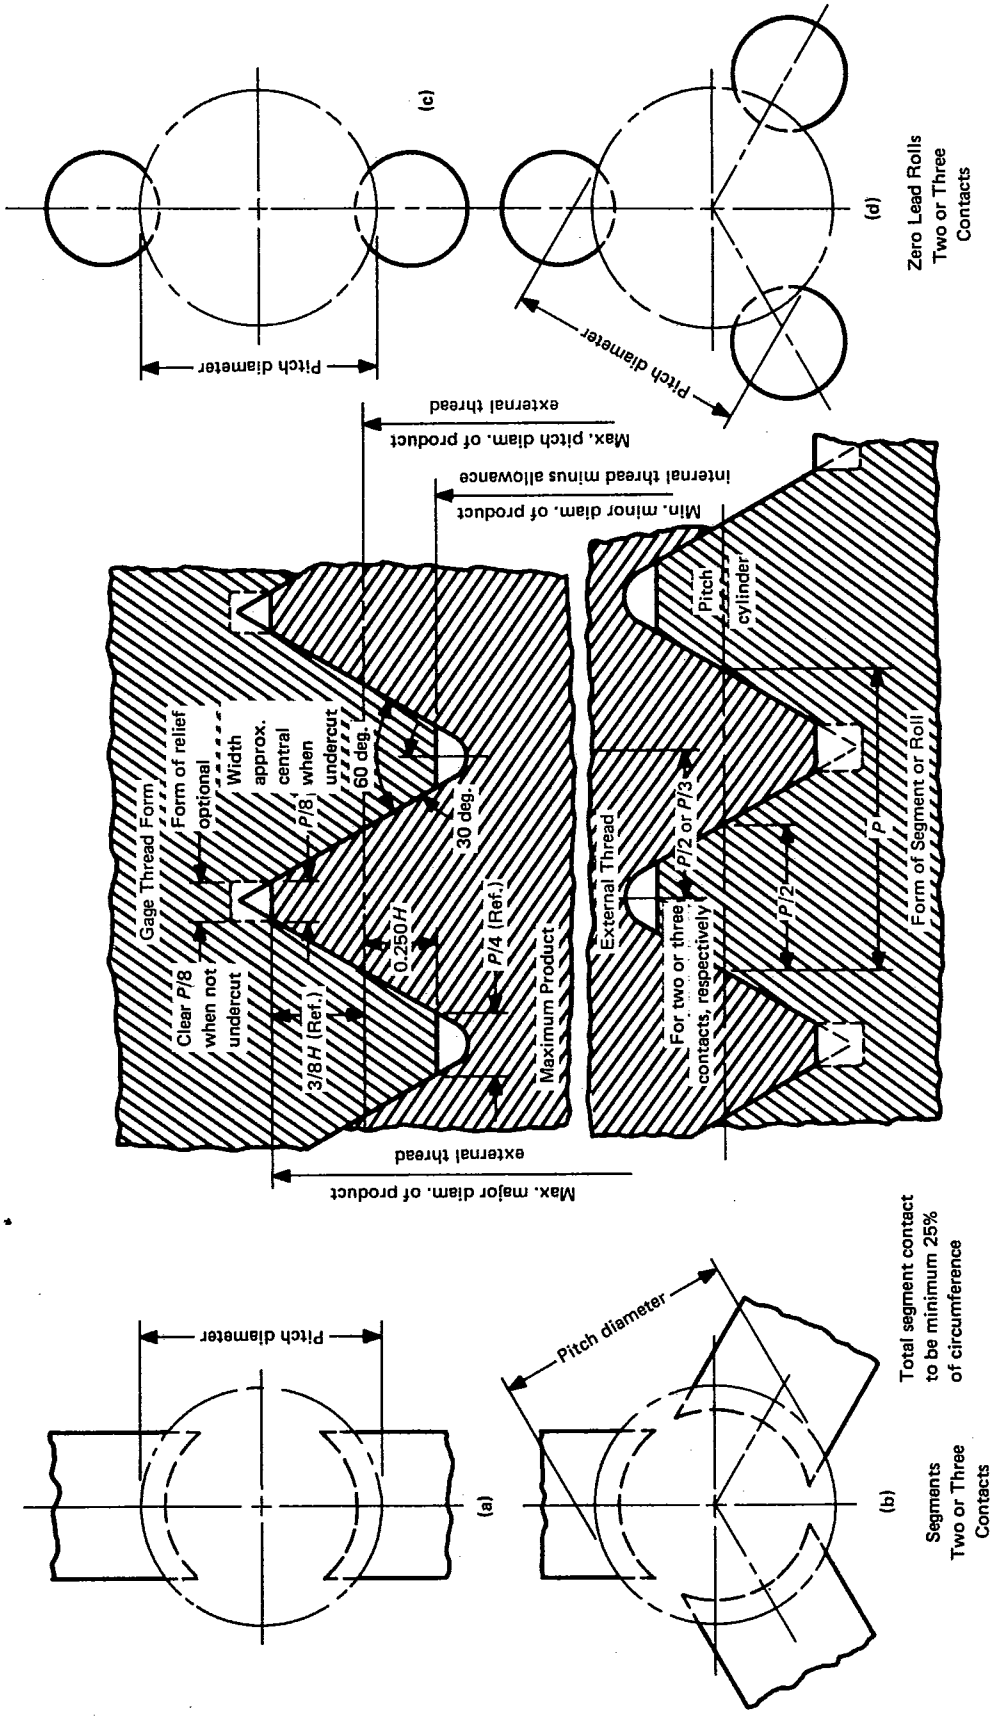
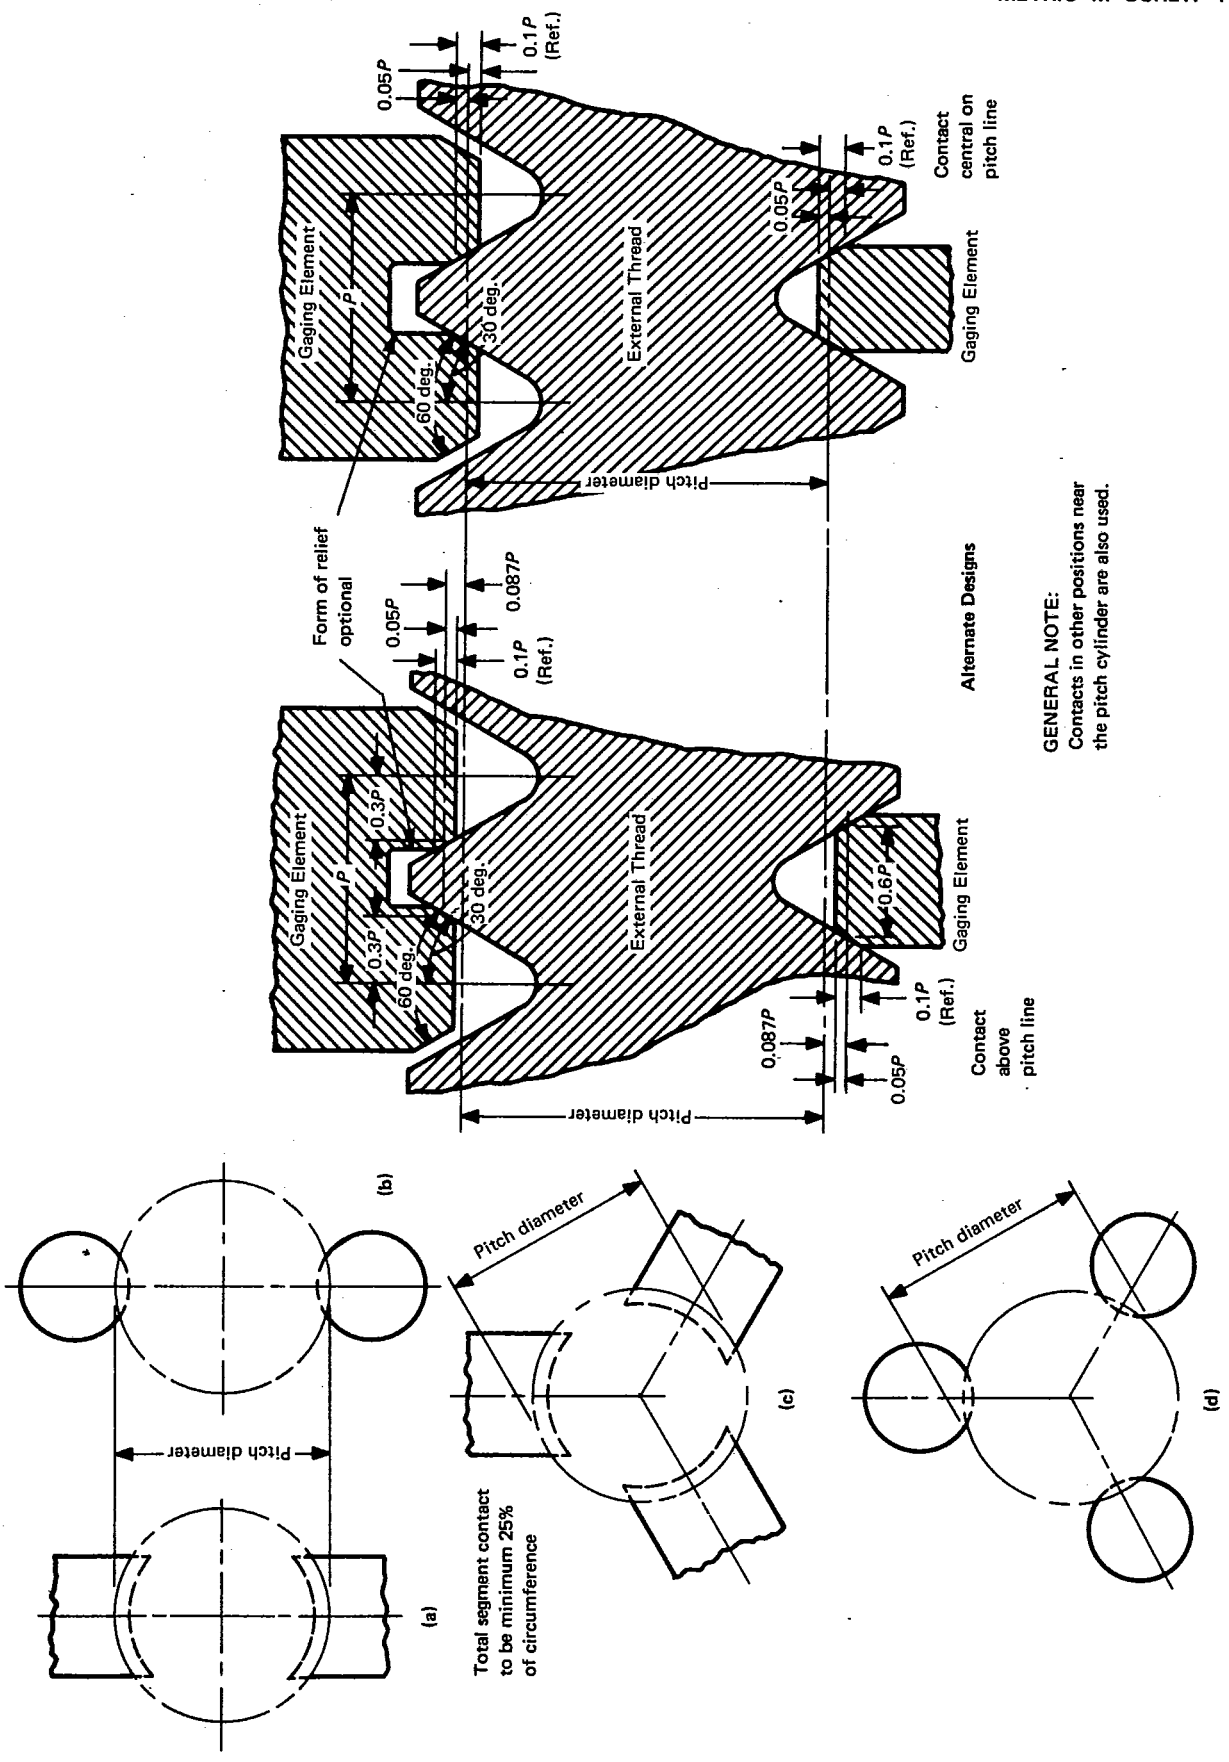
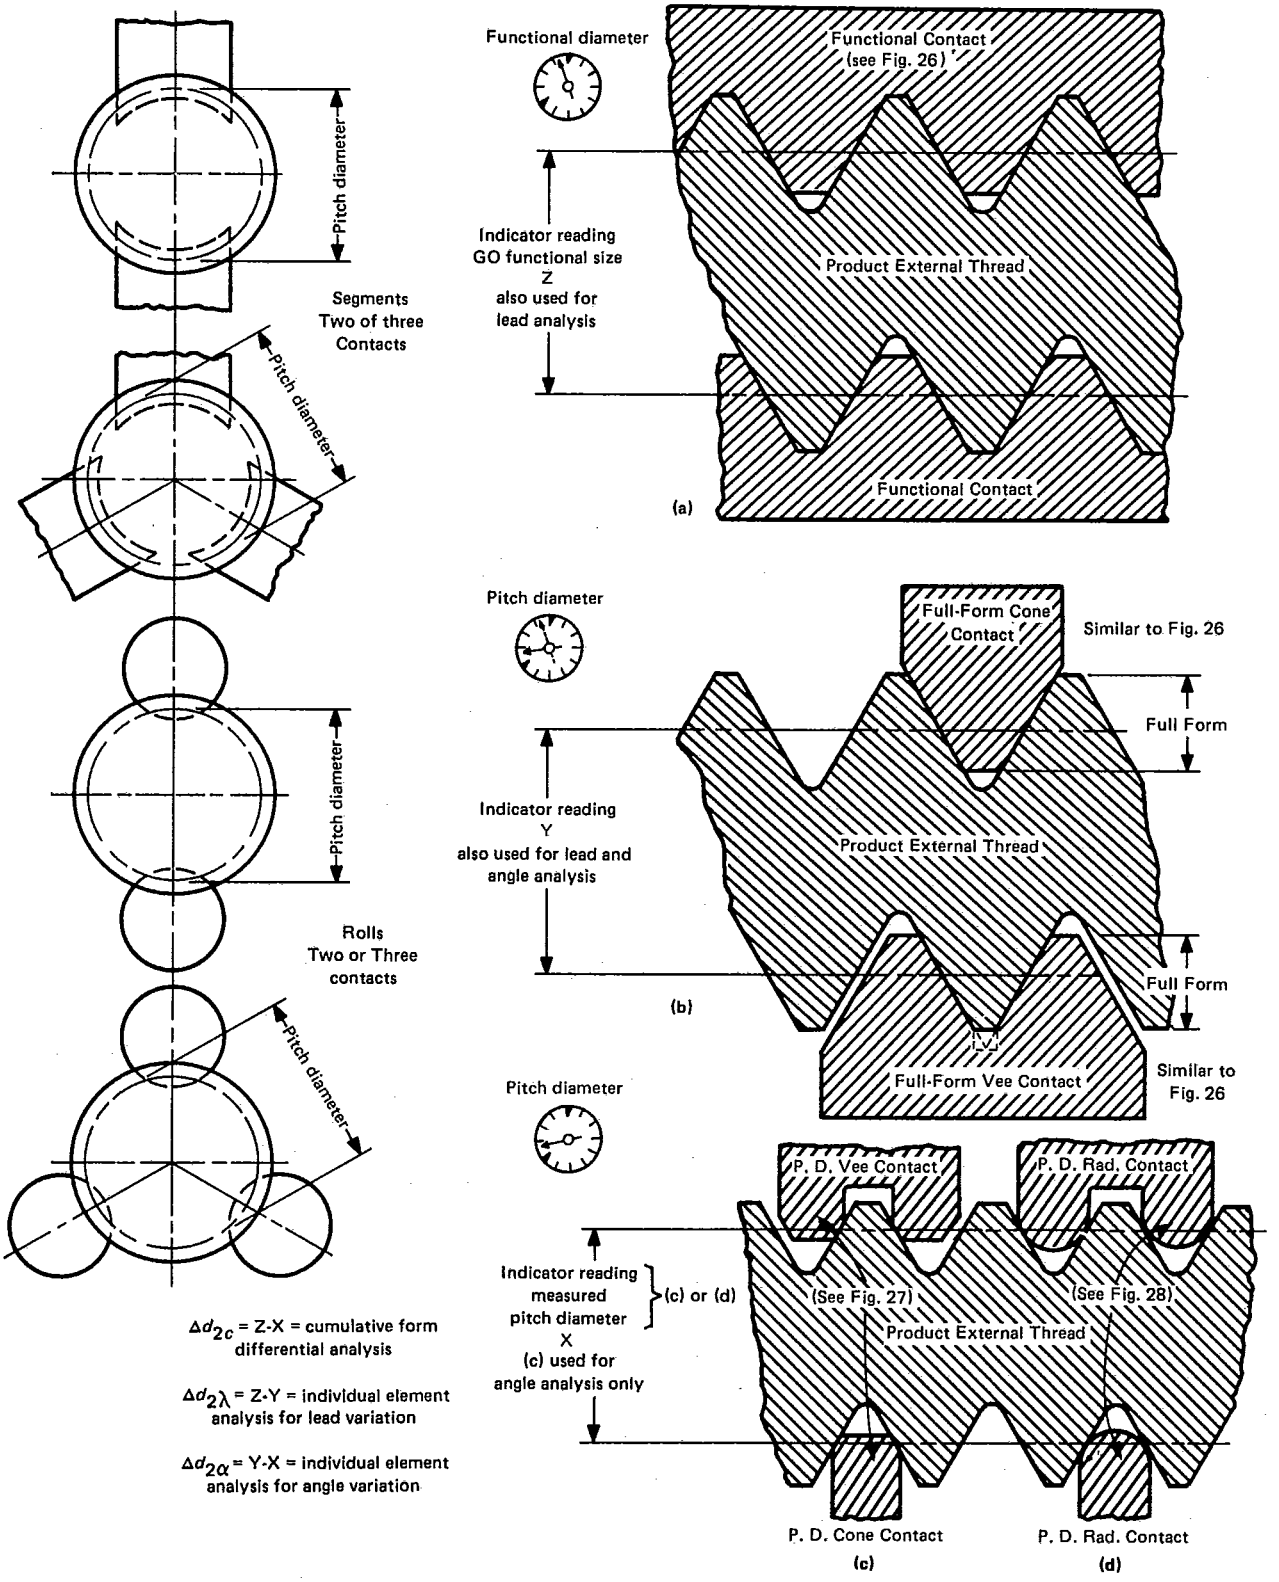

FIG. 26 INDICATING THREAD GAGES — MAXIMUM-MATERIAL GO FUNCTIONAL DIAMETER LIMIT AND SIZE
FIG. 27 INDICATING THREAD GAGES — MINIMUM-MATERIAL PITCH DIAMETER LIMIT AND SIZE — CONE AND VEE
FIG. 30 INDICATING THREAD GAGES — DIFFERENTIAL GAGING
5.9.3 Thread Form. The specifications for thread form for GO functional maximum-material segments and rolls are summarized in Table 4 and Fig. 26.
5.10.3 Thread Form. The specifications on form of cone and vee rolls and segments and thread groove diameter type rolls are shown in Figs. 27 and 28.
5.11.2 Basic Design. Indicating gages have three contacts, one plain and two threaded, at 120 deg., or two contacts, one plain and one threaded, at 180 deg. The threaded segments or roll contacts are minimum-material pitch diameter type. See Fig. 27. The lengths of the plain and threaded contacts are designed equal to the length of the standard GO ring gage. See ANSI/ASME B47.1aM and Table C2. The indicating gage is set to a basic full-form thread-setting plug gage with plain gaging contact on outside diameter of thread-setting plug gage and thread contact on pitch diameter of thread-setting plug gage.
5.12.2 Cumulative Thread Element Variation Differential. Indicating gages have either three contacts at 120 deg. spacing or two contacts at 180 deg. spacing. The indicating gages with segments or rolls as shown in Figs. 26 and 30, sketch (a), give the functional size indicating reading, Z. The indicating gage with cone and vee segments or rolls with one thread pitch engagement at pitch diameter line, Fig. 27, and thread groove diameter type, Fig. 28, or both, shown in Fig. 30, sketches (c) and (d), give the pitch diameter size indicating reading, X. The difference in the indicator readings, Z–X, between the two types of gages gives the cumulative form differential reading which corresponds to the pitch diameter equivalent, $\Delta d_2 C$, for the combination of lead, helix, flank angle, roundness, and taper variations on the product thread. See Fig. 30.
5.12.3.1 Lead (Helix) Differential Reading. The indicating gage reading, Y, using the full-form thread segments or rolls with one thread pitch engagement, similar to Figs. 26 and 30, sketch (b), is compared to the reading Z, using the functional size gage shown in Figs. 26 and 30, sketch (a). The difference between the measured values, Z − Y, is the lead differential reading which corresponds to the pitch diameter equivalent, $\Delta d_2 \lambda$, for the lead and helix variation on the product thread.
5.12.3.2 Flank Angle Differential Reading. The indicating gage reading, X, using segments or rolls with cone and vee design, Figs. 27 and 30, sketch (c), is compared to the reading, Y, using the full-form thread
segments or rolls, similar to Figs. 26 and 30, sketch (b). Both designs have one thread pitch engagement. The difference between the measured values, Y − X, is the flank angle differential reading which corresponds approximately to the pitch diameter equivalent, $\Delta d_2\alpha$, for the combined flank angle variation on product thread.
5.12.3.3 Roundness and Taper Differential Readings. By the use of full-form thread segments or rolls with one thread pitch engagement, similar to Figs. 26 and 30, sketch (b), cone and vee segments or rolls, Figs. 27 and 30, sketch (c), or thread groove diameter type, Figs. 28 and 30, sketch (d), the roundness and taper of pitch cylinder is checked. Rotate the product between contacts at different axial locations on thread for maximum differences in roundness and taper readings. Two contacts spaced 180 deg. apart give even lobing out-of-round measurement. Three contacts spaced 120 deg. apart give odd lobing out-of-round measurements.
5.12.4 Thread Form. The functional segments or rolls, Fig. 30, sketch (a), are described in 5.9. The full-form, one thread vee segment or roll, Figs. 26 and 30, sketch (b) lower contact, has a depth of thread equivalent to the functional type, but relieved on the outside thread flanks. The full-form cone segment or roll, Figs. 26 and 30, sketch (b) upper contact, has a $P/8$ flat on outside diameter. The cone and vee segments or rolls, Fig. 30, sketch (c), are described and shown in Fig. 27. Thread groove diameter type, Fig. 30, sketch (d), is described and shown in Fig. 28.